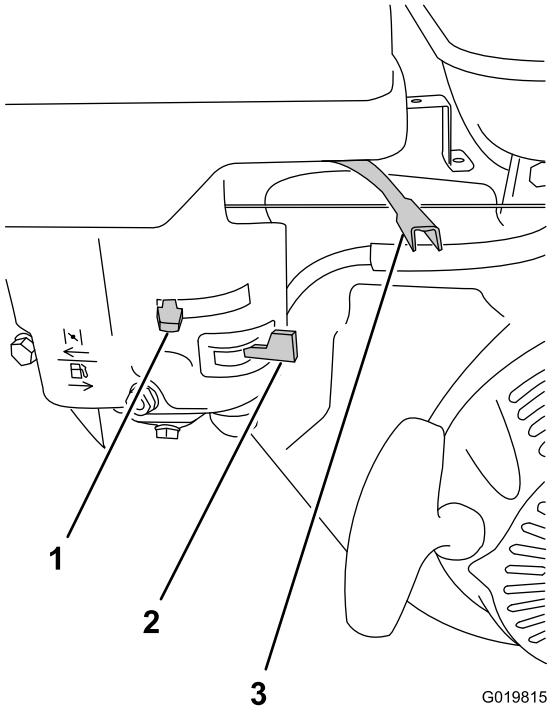

Figure 35
1. On the engine, move the throttle lever away from the Min position, 1/3 of the way toward the Max position (Figure 35); refer to Throttle Lever (page 12).
2. Move the lever of the fuel valve to the On position—all the way to the right (Figure 35); refer to Fuel Valve (page 12).
- To start a cold engine, move the choke lever to the Closed position—all the way to the left (Figure 35); refer to Choke Lever (page 12).
4. Rotate the engine switch to the On position (Figure 35); refer to Engine On/Off Switch (page 12).
1. Ensure that the choke lever is in the Off position (Figure 35); refer to Choke Lever (page 12).
2. Move the throttle lever to the Min position (Figure 35); refer to Throttle Lever (page 12).